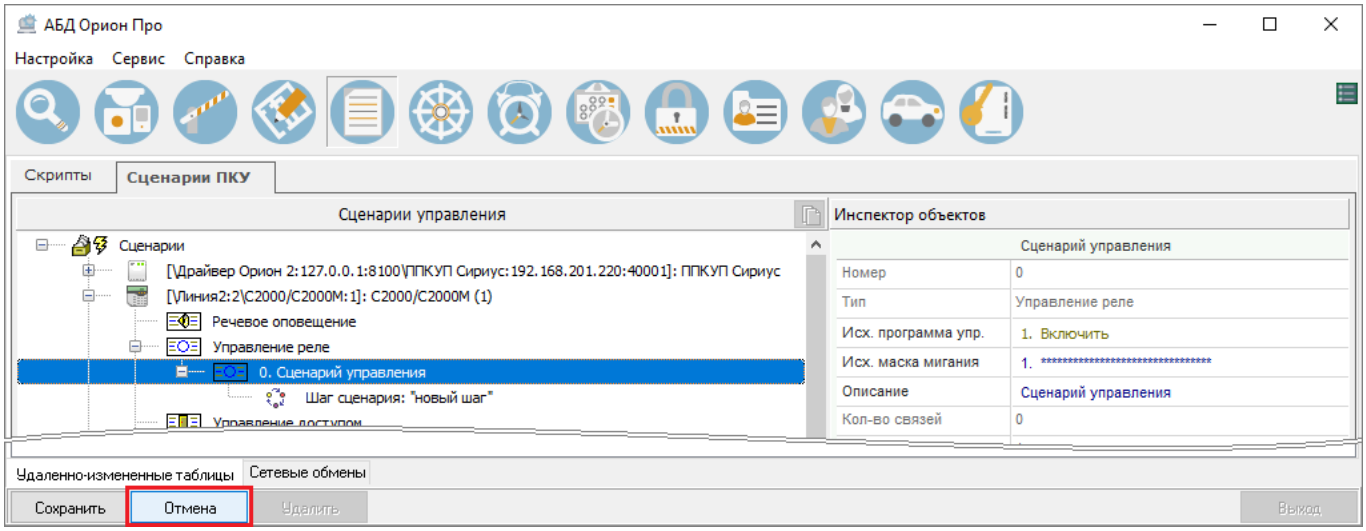

Рисунок 6-624 Выход из режима редактирования без сохранения изменений
2) Для выхода из режима редактирования без сохранения изменений нажмите кнопку «Отмена» (см. Рисунок 6-624) – все изменения, внесенные после перехода в режим редактирования будут отменены.